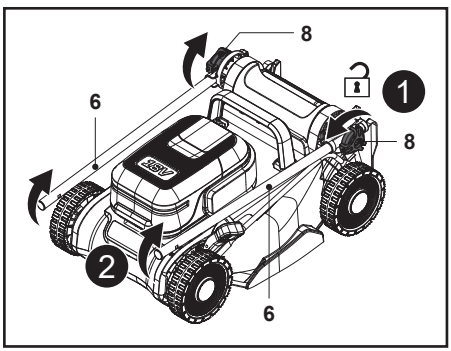

**Rys. 1**
2. Poluzować pokrętło blokujące (8) poprzez obrócenie w lewo, ale nie wykręcać. Następnie rozłożyć dolny uchwyt (6) (rys. 1, kroki 1, 2)